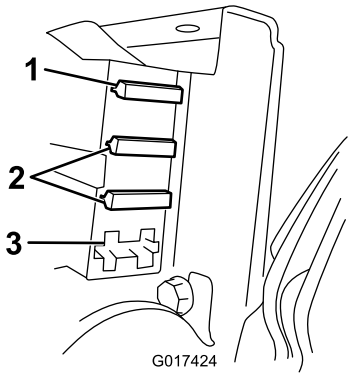

Figur 42
3. Kontroller sikringerne i sikringsblokken (Figur 42).
- Hvis der er sprungne sikringer, skal du udskifte dem med sikringer med korrekt spænding og amperetal (Figur 42).